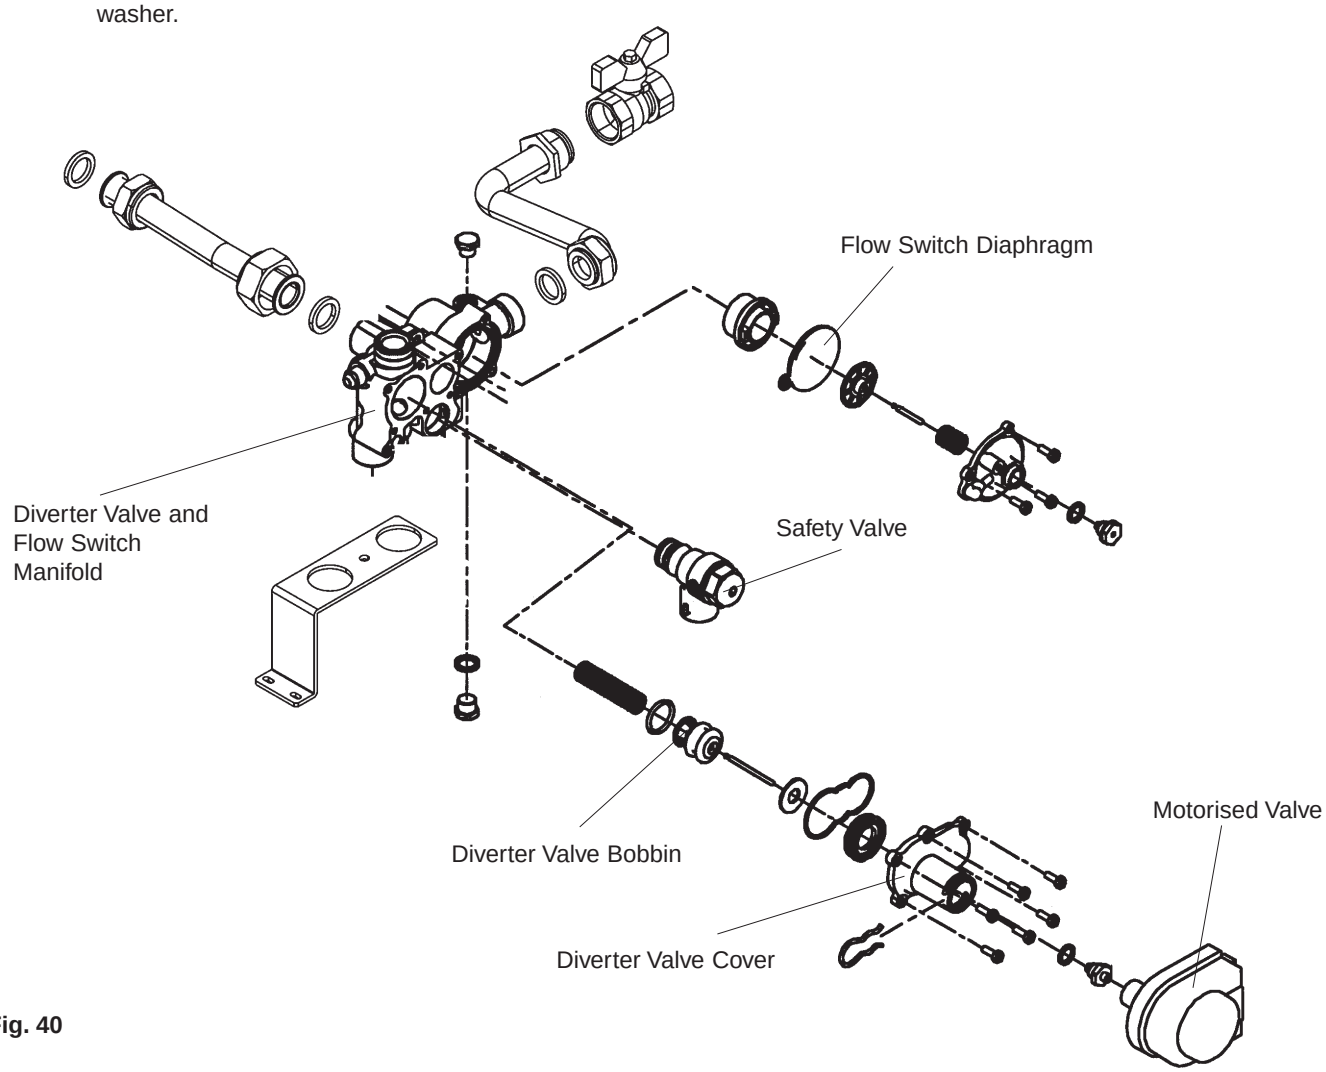

Fig. 40
See Fig. 40 for further disassembly.
Refer to fig. 40
8.21.6 See Fig. 40 for further disassembly and location of components.